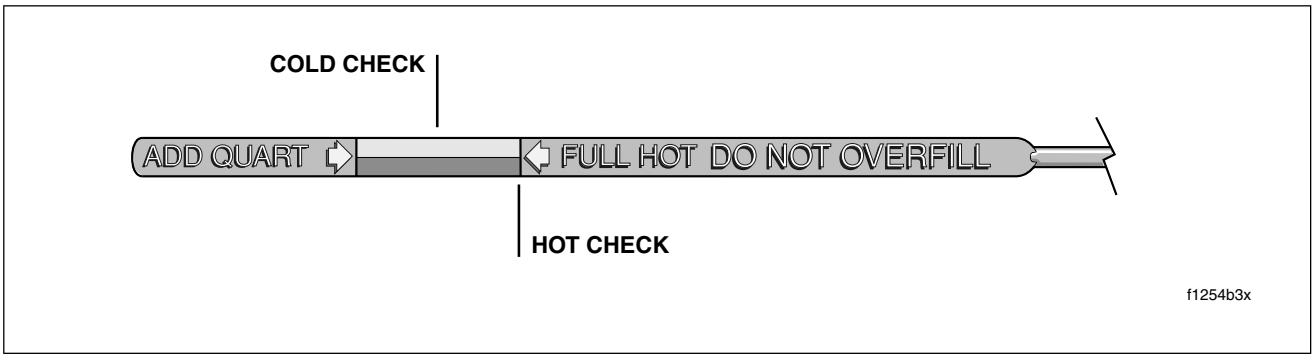

Figure 3-1. Engine Oil Dipstick
b. Remove the dipstick and note the level of the oil. Oil level should register between the two arrows on the dipstick. See Figure 3-1. If oil level is at or below the lower arrow, add only enough oil to bring the level between the two arrows on the dipstick.
d. Remove the dipstick and note the level of the oil. Add only enough oil to bring the level to the FULL mark on the dipstick. See Figure 3-1. Do not overfill.